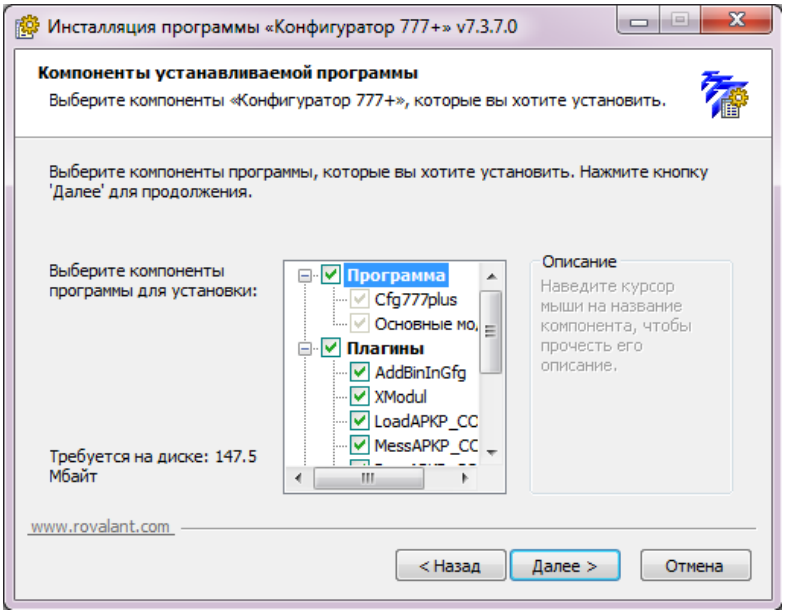

Рисунок 6. Скриншот выбора компонентов программы
4.3. После нажатия кнопки «Далее» отобразятся программы и модули, входящие в комплект установки программы (рисунок 6). Список выбранных компонентов будет сохранен, и при последующих инсталляциях новых версий программы их не нужно будет определять заново.